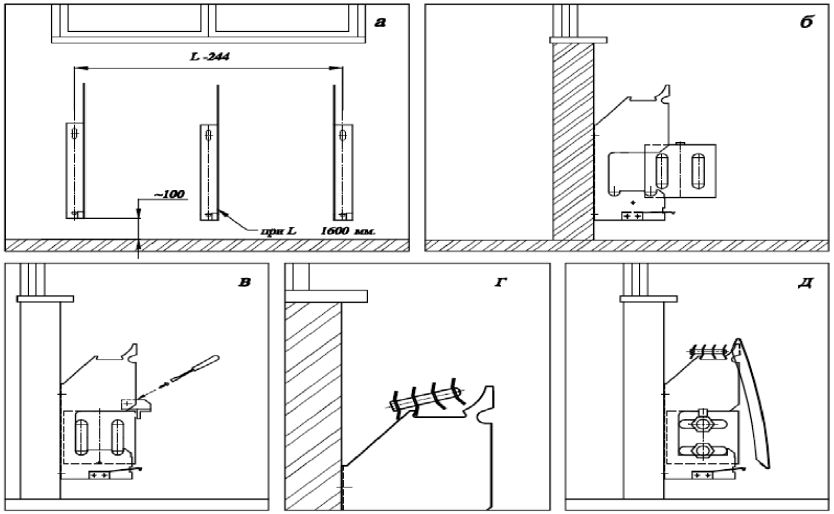

Рис.2
он комплектуется третьим кронштейном, который устанавливается посередине см. рис.2а.
5.4. Установить нагревательный элемент на кронштейны в соответствии с рис.2б.
5.5. Установить между кронштейнами и закрепить планку винтами в соответствии с рис. 2в.
5.10. Установить решетку рис.2г.
5.11. Навесить лицевую панель зафиксировав её нижний край фиксатором кронштейна рис.2д.